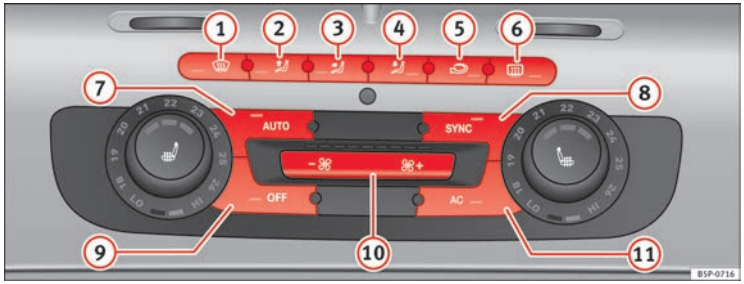

Fig. 131 On the dash panel: 2C Climatronic controls.
– To enter manual mode, press one of the buttons ⇒ Fig. 131 (1) to (5) or press the air flow control (10). The selected function is shown on the radio or navigator display.
– Press the button ⇒ Fig. 131 (2) to switch air recirculation mode on or off. It is switched on if the following symbol appears in the display .